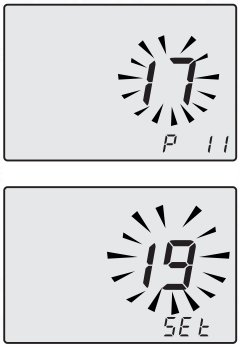

Fig. 7.27
- The writing **P11** - **SEt** alternates on the display (Fig. 7.27).